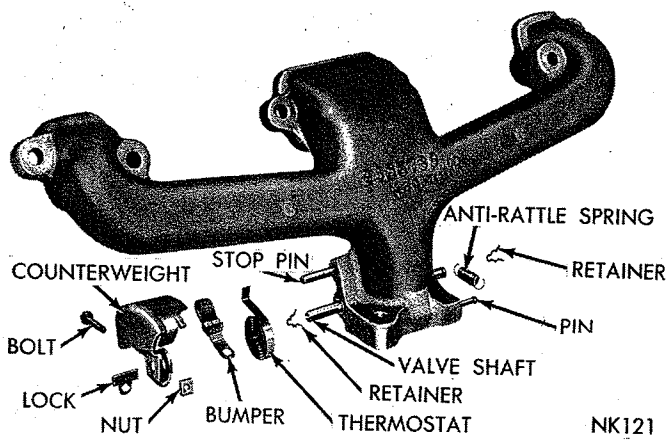

*Fig. 21—Manifold Heat Control Valve (273 Cu. In. Engines)*
(1) Remove counterweight, lock and bumper from end of shaft by loosening clamp bolt (Fig. 21).
(2) Unhook thermostat from stop pin and remove from valve shaft slot.